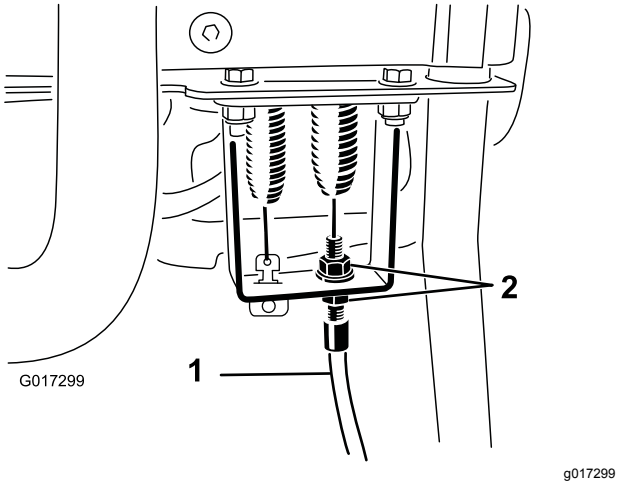

Figuur 52
4. Zet bij het schot van de bedieningshendel de kabel voor de messenkooibediening los tot er speling op de kabel is (Figuur 52).